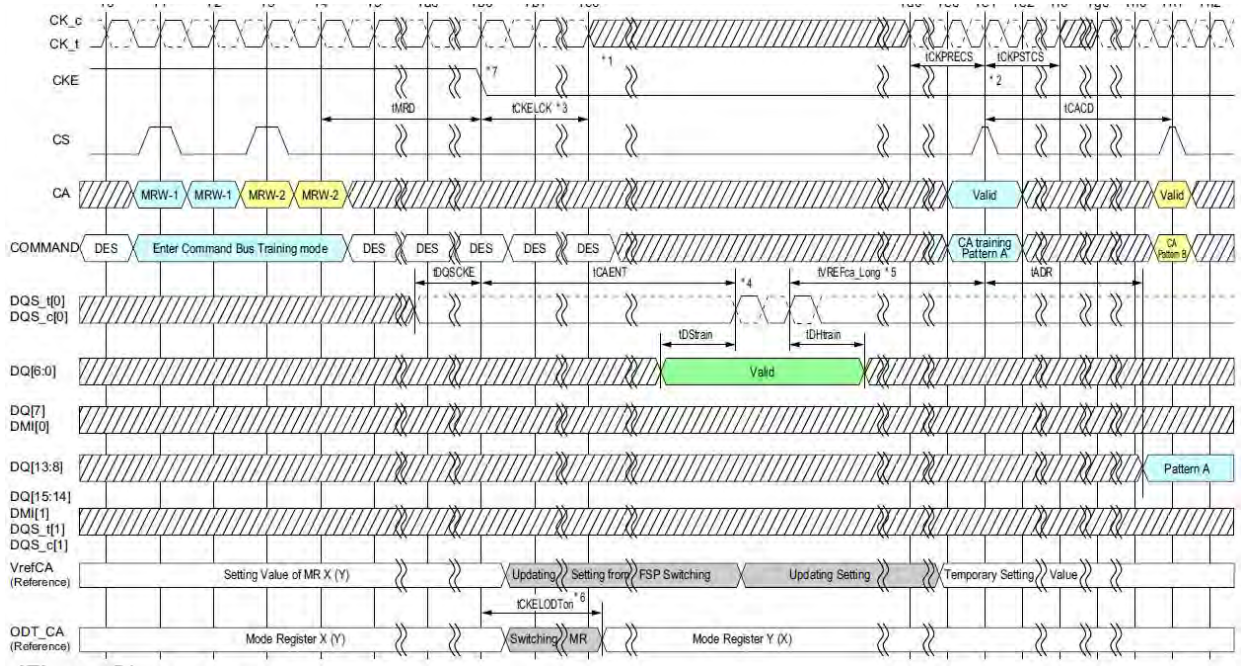

Figure 98 - Entering Command Bus Training Mode and CA Training Pattern Input and Output
The LPDDR4-SDRAM uses Frequency Set-Points to enable multiple operating settings for the die. The LPDDR4-SDRAM defaults to FSP-OP[0] at power-up, which has the default settings to operate in un-terminated, low-frequency environments. Prior to training, the mode register settings should be configured by setting MR13 OP[6]=1B (FSP-WR[1]) and setting all other mode register bits for FSP-OP[1] to the desired settings for high-frequency operation. Prior to entering Command Bus Training, the SDRAM will be operating from FSP-OP[x]. Upon Command Bus Training entry when CKE is driven LOW, the LPDDR4-SDRAM will automatically switch to the alternate FSP register set (FSP-OP[y]) and use the alternate register settings during training (See note 6 in Figure 98 for more information on FSP-OP register sets). Upon training exit when CKE is driven HIGH, the LPDDR4-SDRAM will automatically switch back to the original FSP register set (FSP-OP[x]), returning to the "known-good" state that was operating prior to training. The training values for VREF(CA) are not retained by the DRAM in FSP-OP[y] registers, and must be written to the registers after training exit.